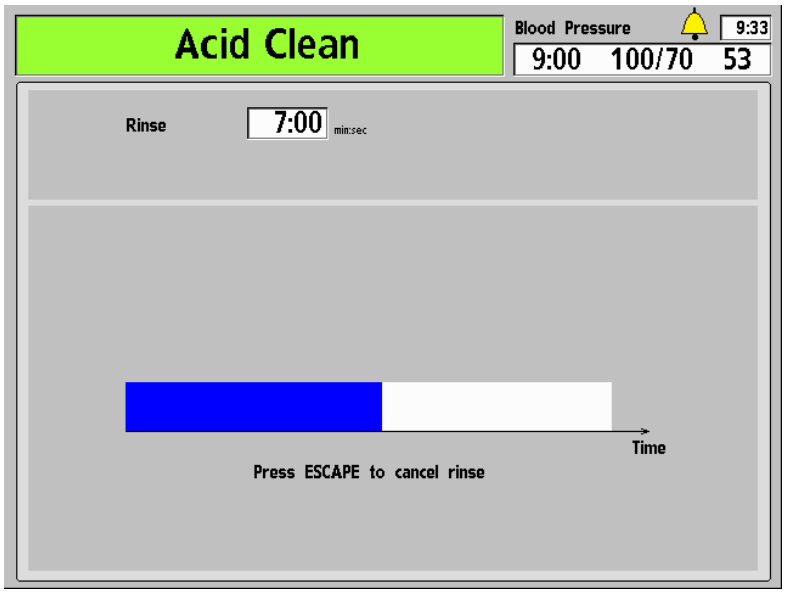

Figure 93 – The Acid Clean Screen
5. Press **CONFIRM** to start the Acid Clean program. The "Acid Clean" screen appears in the display (see Figure 93). The progress of the acid cleaning is indicated by the horizontal bar.
5. Press **CONFIRM** to start the Acid Clean portion of the program. The "Acid Clean" screen appears in the display (see Figure 93 – The Acid Clean Screen). The progress of the acid cleaning is indicated by the horizontal bar.